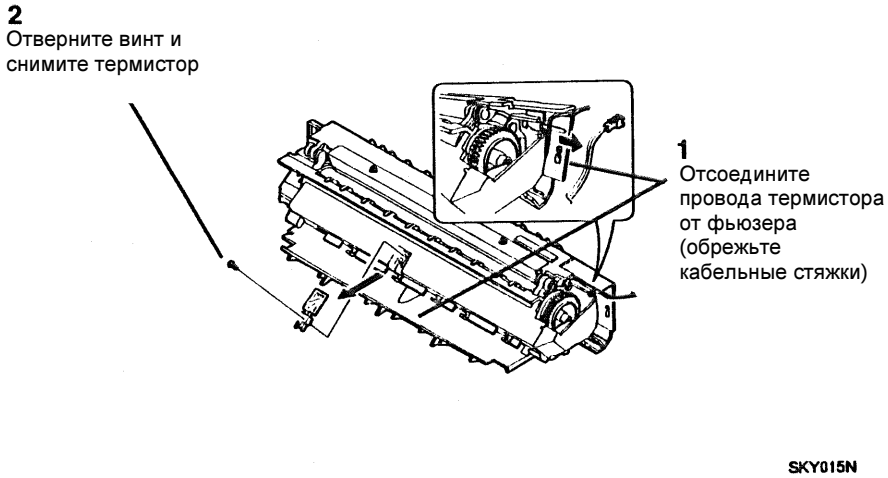

Рисунок 1. Снятие термистора
4. (Рисунок 1): Снимите термистор.